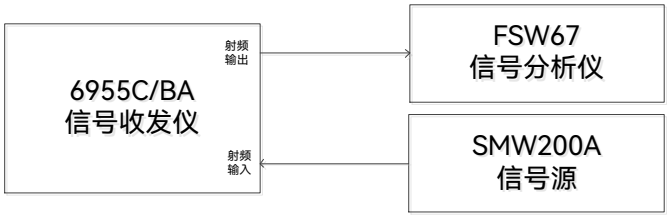

图7.1　频率范围的测试
1) 按图 7.1 连接设备，将信号收发仪的输出与信号分析仪相连，输入与信号源相连，开机预热至少 30min。